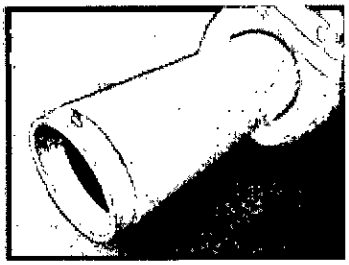

Fig. 4-2
**2.3 Limitador del haz de luz (tubo del cabezal) (Fig. 4-2)**